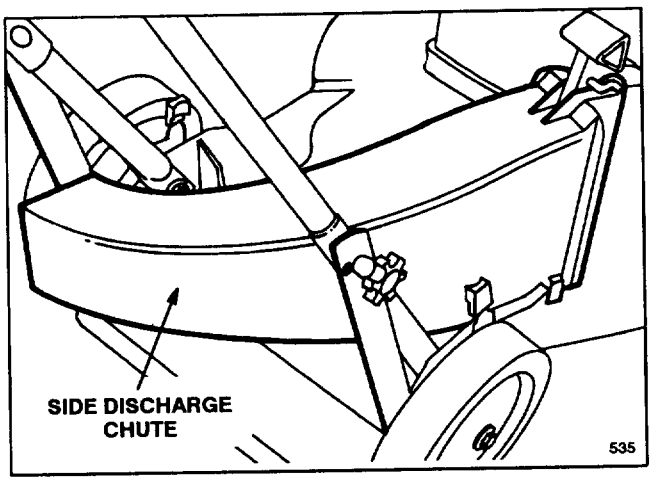

Figure 21
2. **Side Discharge Kit, Model No. 59289**—Install discharge tunnel and rear mounted side discharge chute to convert the Recycler®II mower to a side discharge mower (Fig. 21). Includes discharge tunnel plug.